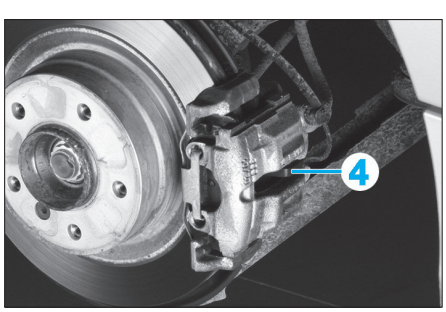

Fig. 17
• Côté droit, déposer le capteur d'usure (4) des plaquettes de frein **(Fig.17)**.